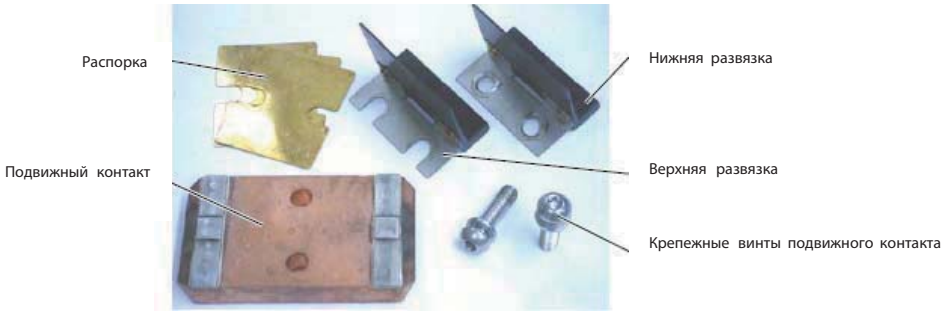

Рис. 50. Подвижный контакт и связанные с ним части
4) Поддерживая руками распорки (количество которых изменяется в зависимости от количества полюсов), подвижный контакт, нижнюю развязку, и крепежные винты подвижного контакта, дополнительно поверните поверните их на 2 или 3 оборота, чтобы извлечь вышеуказанные части. На рис. 50 изображены части связанные с подвижным контактом.